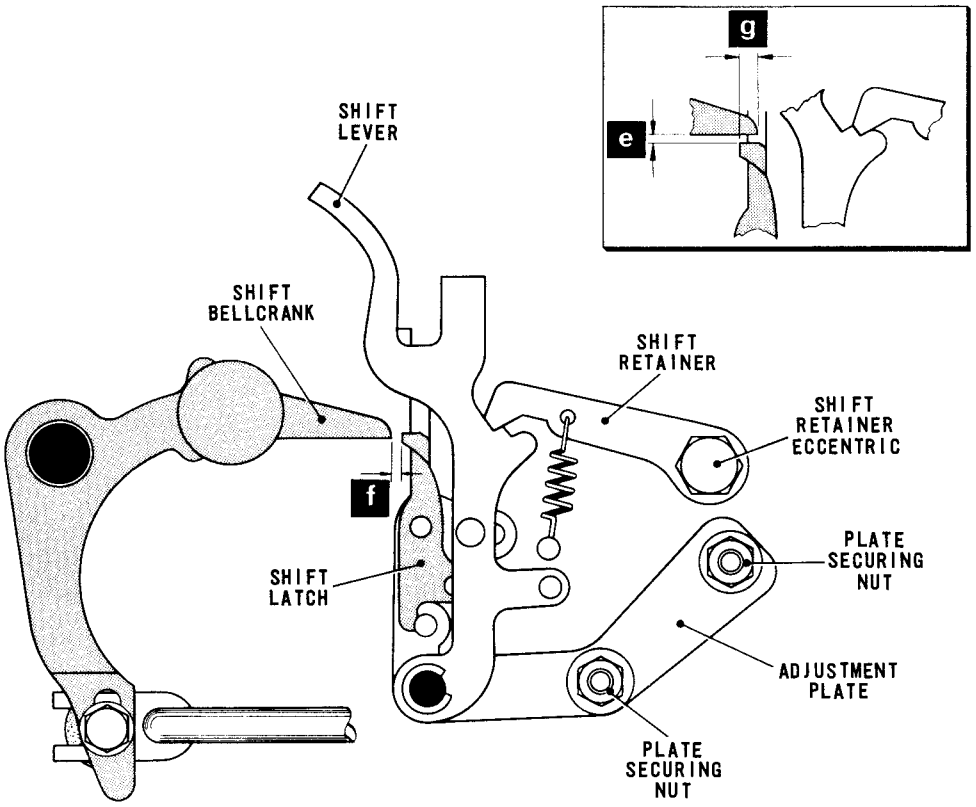

Fig. 4.6 CASE SHIFT MECHANISM—REAR VIEW
7.1 With the translator camshaft in the rest condition, move the shift lever, Fig. 4.6, to the letters position, i.e. to the right, and check that there is now a vertical clearance of .050 - .060 in. (dimension 'e' - inset) between the top edge of the shift latch and the bottom edge of the shift bellcrank.
8.1 Ensure that all the pins in the pin-box are fully withdrawn. Lift the translator clutch abutment and turn the camshaft by hand until the function bars move towards the rear. Move the shift lever, Fig. 4.6, alternately from Letters to Figures shift and check that in either position there is a minimum clearance of .010 in. between the operating surfaces of the shift lever and the tails of the Letters and Figures function bars. Check also that the two clearances are approximately equal.